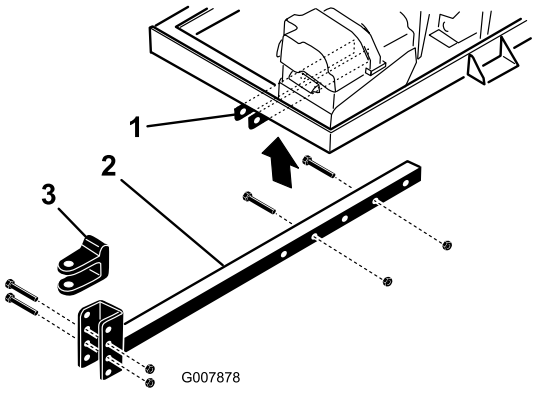

Figur 4
2. Sæt røret til bugsertrækket i stelbeslagene (Figur 4). Fastgør røret til stellet med to bolte (3/8 x 3 tommer) og flangemøtrikker (3/8 tomme).
- Fjern de bolte og låsemøtrikker, der fastgør bugsertrækkets gaffelbolt (Figur 4) til bugsertrækkets rør.
- Fjern de bolte og møtrikker, der fastgør bugsertrækkets rør til stelbeslagene (Figur 4).